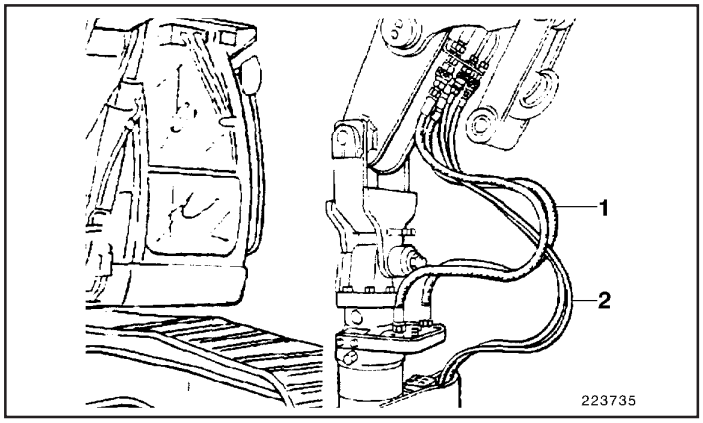

Fig.4
- Conecte as mangueiras do circuito hidráulico ao cilindro do equipamento com garras (1, Fig. 4) e ao motor de rotação das garras (2).
- pressione o botão do interruptor oscilante (69) de controle de giro das garras para a direita e para a esquerda,
- Desligue o controle da válvula-piloto atuando sobre a alavanca (77).
- Desconecte as mangueiras hidráulicas (1 e 2, Fig. 4) dos engates rápidos.